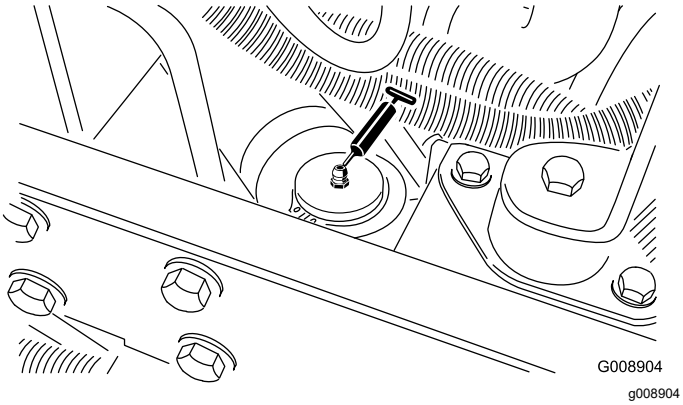

**Figur 52**
- Akselstyresylinder (Figur 52)